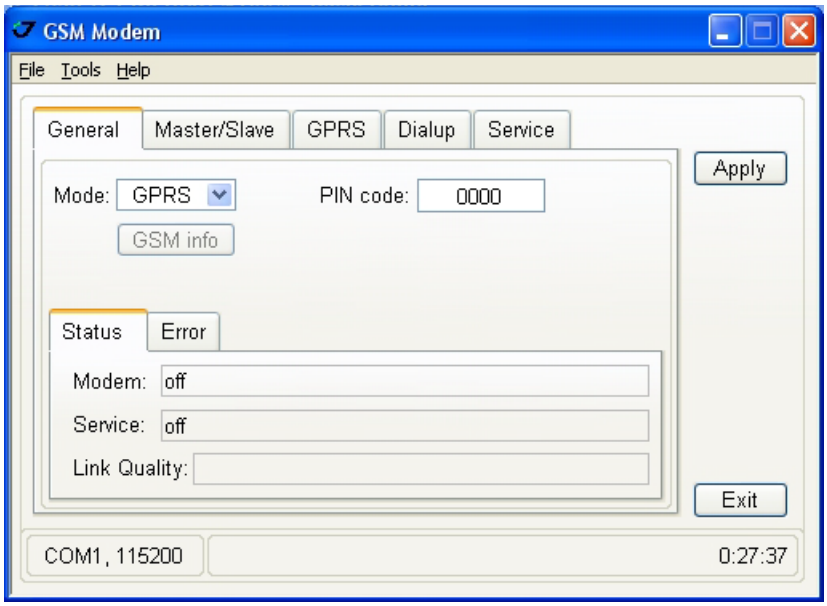

Рисунок 21. Закладка General
1. В закладке *General* установите следующие параметры (Таблица 16) и нажмите *Apply* (Рис. 21 на стр. 41). В данной закладке отображается статус модема, сервистный статус и возможные ошибки.